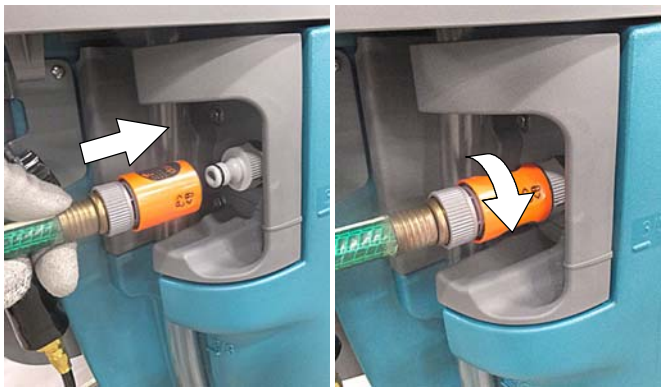

図　22
2. 取り外し簡単なカプラをカチッと音がするまで二ップルコネクターに押し込みます（図22）。